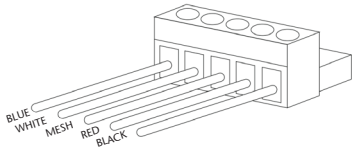

Fig. 5
2. Connect each wire of the CAN BUS cable to the 5 poles male plug connector by using the following schematic in the figure 5.
3. Hold the wire to the provided housing by screwing the retaining plate (2) and closing the housing.